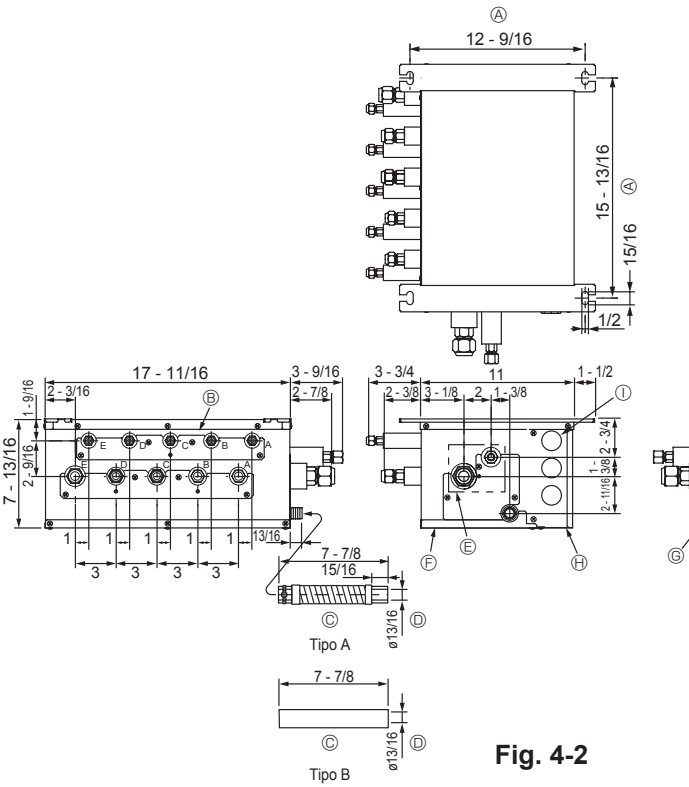

Fig. 4-2
■ **PAC-AKA51BC (Fig.4-2)**
(1) Instale los pernos de suspensión (adquiridos localmente) con la separación especificada (Fig. 4-2, 4-3).